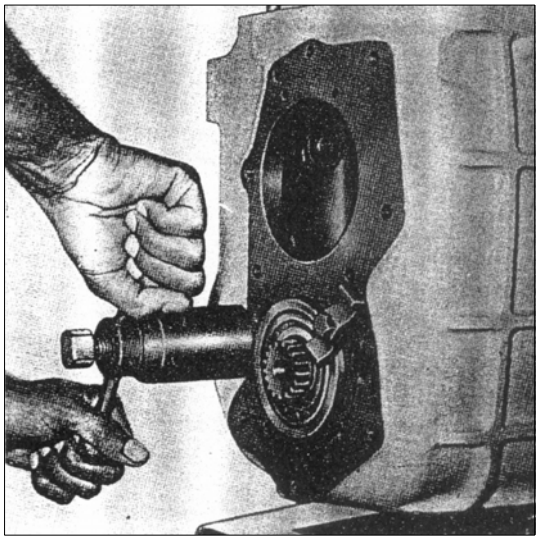

РИС. 206
19) Вытащите вал промежуточной шестерни заднего хода из шестерни, спец. инструментом №2505 5890 0110 (см. рис.206). Выньте промежуточную шестерню заднего хода из картера КПП.